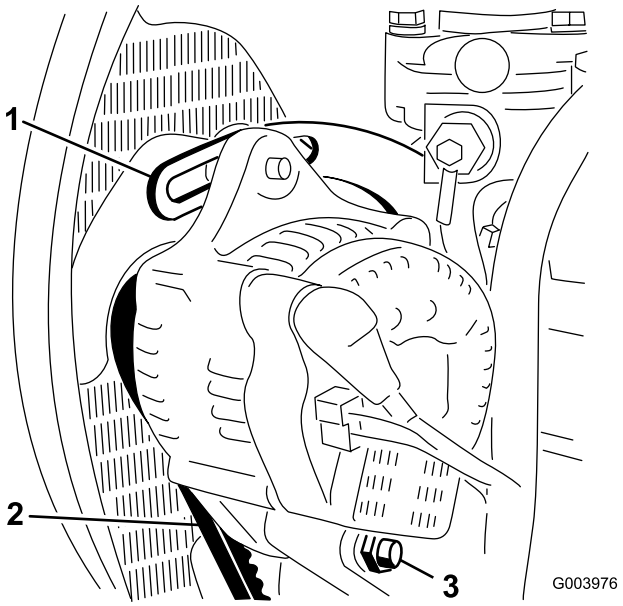

Figuur 67
2. Controleer de spanning van de riem van de wisselstroomdynamo door deze (Figuur 67) midden tussen de poelies van de wisselstroomdynamo en de krukas in te drukken met een kracht van 10 kg.
3. Draai de bout los waarmee de beugel is bevestigd aan de motor (Figuur 67), alsmede de bout waarmee de wisselstroomdynamo is bevestigd aan de beugel en de ankerbout.